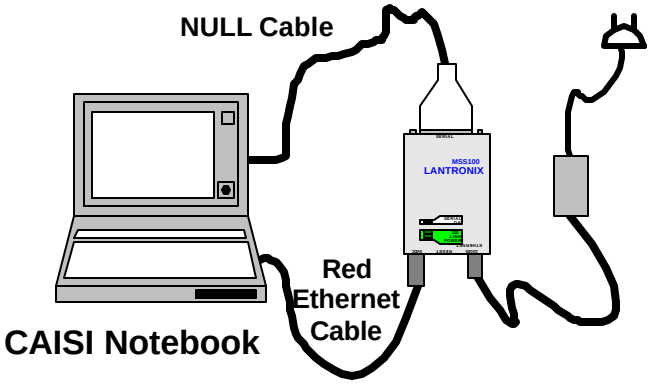

Figure 2-135 CAISI Notebook Direct Configuration of LSA
2.35.4 LSA Configuration. The SSR notebook can be connected directly to the LSA (Figure 2-135) or can be connected to the LSA via a hub (same connection as in Paragraph 2.35.3 with the additional step of connecting the SSR notebook to the hub of the CBM/CCM that the LSA is connected to with a CAT-5 straight-through ethernet cable).